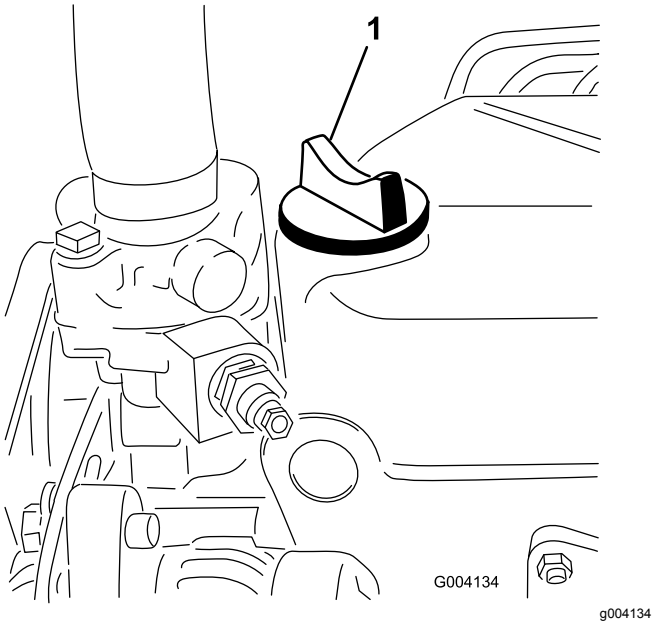

Figure 30
5. Si le niveau n'atteint pas le repère maximum, enlevez le bouchon de remplissage (Figure 30) et faites l'appoint jusqu'à ce que le niveau correct soit atteint.